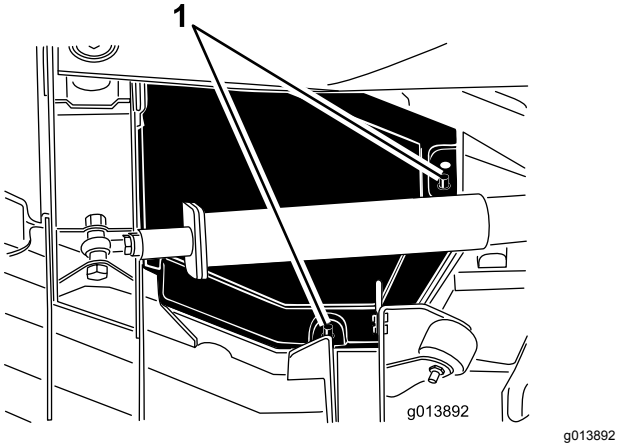

**Figur 83**
4. Lyft de bakre och inre kanterna på skyddet från monteringsstolparna (Figur 83).